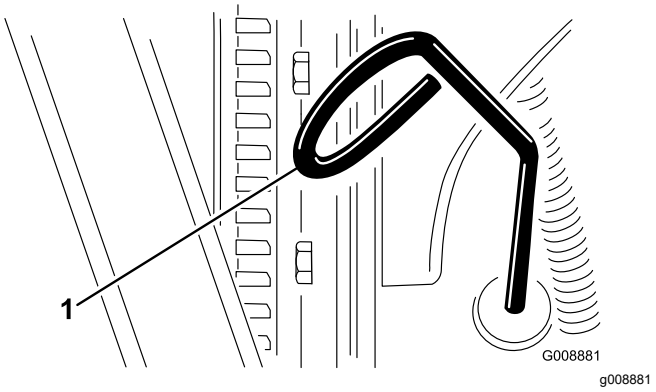

Figur 27
2. Ta ut oljestickan (Figur 27) och torka av den med en ren trasa.